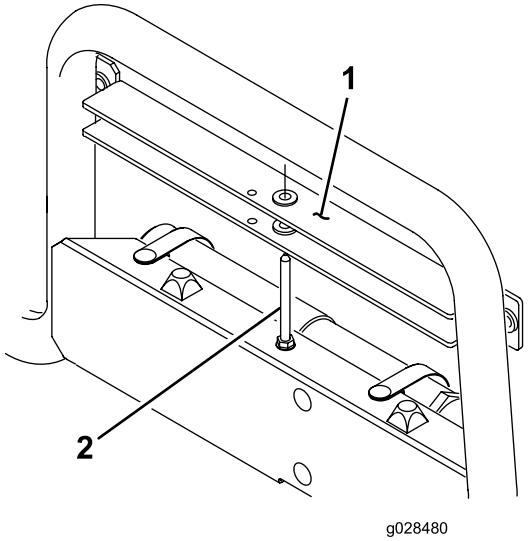

Bild 6
2. Nehmen Sie die Ladepritschenstütze aus dem Einlagerungsstift oben am Stützkanal der Rückenlehne am Fahrzeug heraus (Bild 6).